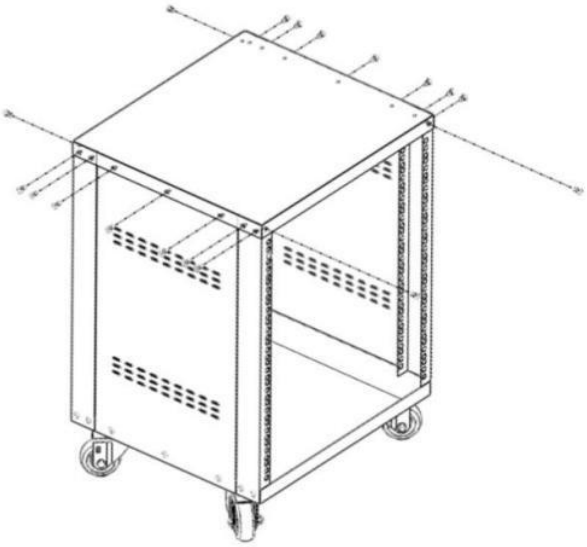

Figure 4
4. Mettez le dessus panneau (①) sur le dessus du support , alignez le haut panneau avec
support d'angle (③) et côté panneau (④) , sécuriser avec 18 pièces M 5 assemblage vis de fixation (⑦) à l'aide d' un tournevis électrique . Voir figure 4 .